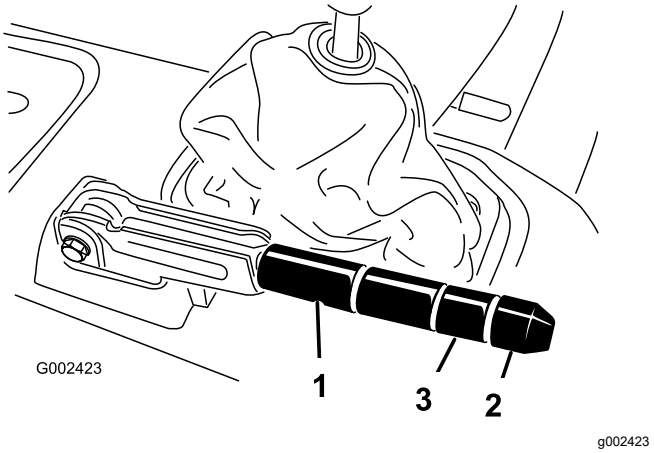

**Figuur 64**
2. Draai de stelschroef los waarmee de knop is bevestigd aan de parkeerremhendel (Figuur 64).